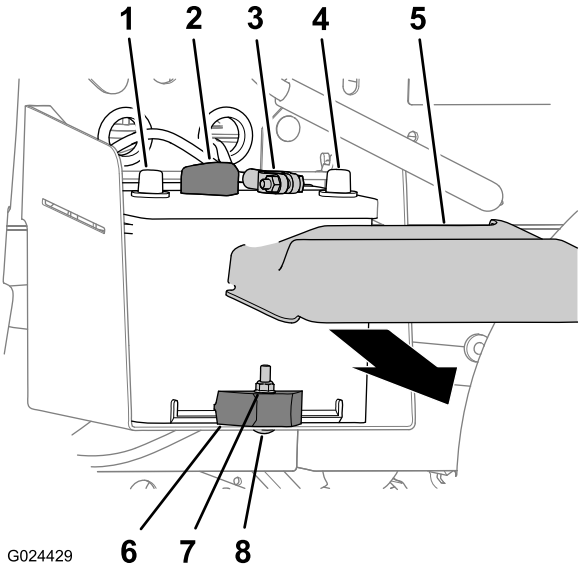

Figur 47
1. Kläm på batterikåpans sidor och ta bort kåpan ovanpå batteriet (Figur 47).
2. Ta bort batteriets pluskabel från batteriuttaget (Figur 47).
3. Ta bort batteriets minuskabel från batteriuttaget (Figur 47).
2. Ta bort låsmuttern, vagnskruven och batteriklämman som fäster batteriet vid batterilådan (Figur 47).
3. Ta ut batteriet ur batterilådan (Figur 47).
1. Rikta in batteriet efter maskinens batterilåda (Figur 47).
Obs: Kontrollera att batteriets plus- och minuspoler har riktats in enligt Figur 47.
2. Fäst batteriet vid batterilådan med batteriklämman, vagnskruven och låsmuttern (Figur 47).
1. Anslut batteriets pluskabel till batteriuttaget (Figur 47).
2. Anslut batteriets minuskabel till batteriuttaget (Figur 47).
3. Montera batterikåpan på batteriet (Figur 47).